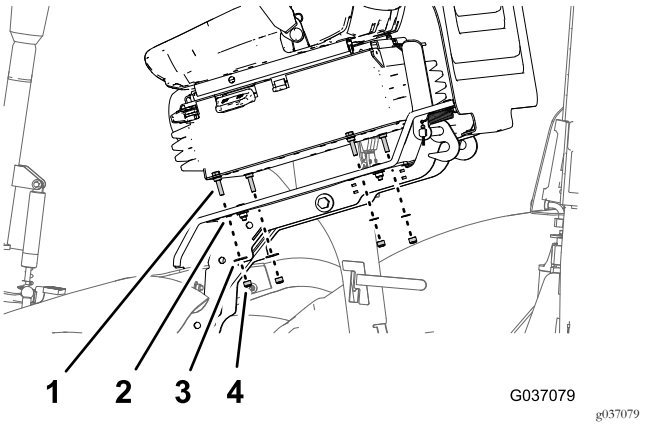

Rysunek 18
3. Ustaw 4 śruby niewypadające (8 x 25 mm) nowego fotela równo z otworami w podeście operatora (Rysunek 18).